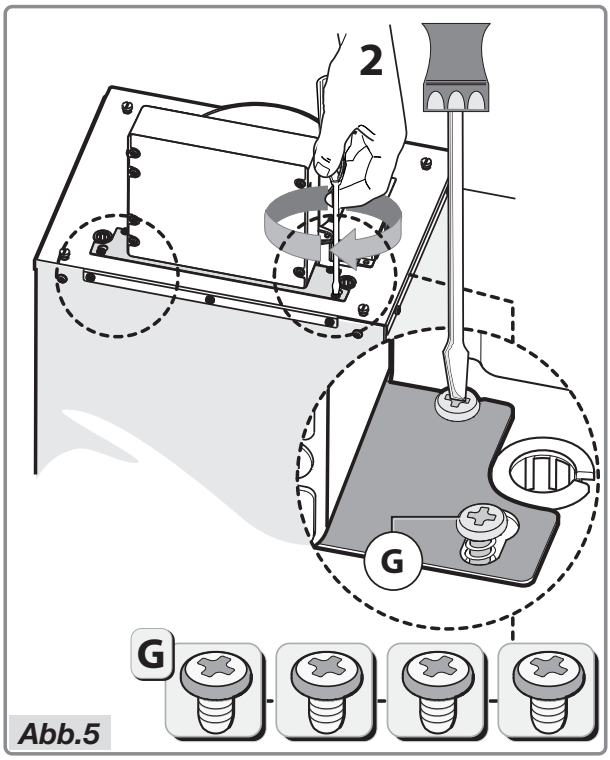

Abb.5
- Sie den Bügel mit den 4 Schrauben **G** direkt in der Buchse an und ziehen Sie diese fest; siehe Abb.5.